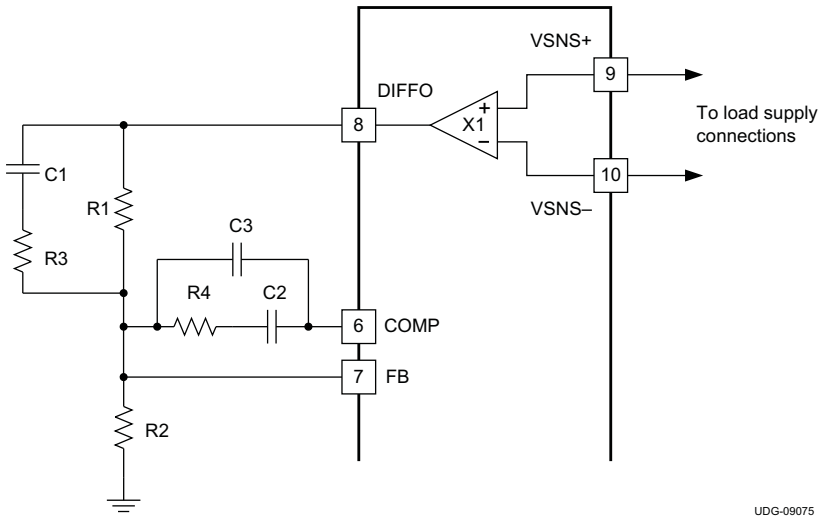

Figure 17. Setting the Output Voltage
Output voltage. The output voltage is set in a very similar to the way to a traditional analog controller using a voltage divider from the output to the feedback (FB) pin. The output voltage must be divided down to the nominal reference voltage of 600mV. Figure 17 shows the typical connections for the controller. The voltage at the load can be sensed using the unity gain differential voltage sense amplifier. This provides better load regulation for output voltages lower than 5V nominal (see electrical specifications for the maximum output voltage of the differential sense amplifier). For output voltages above this level, connect the output voltage directly to the junction of R1 and C1, leave DIFFO open do not connect the VSNS inputs to the output voltage. In this case, it is also recommended to connect VSNS+ to BP3 and VSNS- to GND. If desired the differential amplifier may also be used elsewhere in the overall system as a voltage buffer provided the electrical specifications are not exceeded
The components in Figure 17 that determine the nominal output voltage are R1 and R2. R1 is normally chosen to make the feedback compensation values (R3, R4, C1, C2 andC3) come close to readily available standard values. R2 is then calculated in Equation 1.
Output voltage adjustment. The nominal output voltage of the converter can be adjusted using the VOUT_TRIM command. See the VOUT_TRIM command description for the format of this command as used in the TPS40400. The adjustment range is ±25% from the nominal output voltage. The VOUT_TRIM command is typically used to trim the final output voltage of the converter without relying on high precision resistors being used in Figure 17. The resolution of the adjustment is 7 bits, with a resulting minimum step size of approximately 0.4%. Note that the output margining is accomplished using this same 7 bit structure so the total combined deviation from the nominal output for margining and VOUT_TRIM is still limited to ±25%. Exceeding this range causes errors.
In order for the PMBus output voltage adjustments to function correctly, the VOUT_SCALE_LOOP parameter must be set properly. VOUT_SCALE_LOOP is a PMBus command (*see Supported PMBus Commands*) that tells the controller what the ratio of the voltage divider that sets the nominal output voltage is. The data for this command is the ratio of the divider that is used to set the output voltage. From Figure 17, VOUT_SCALE_LOOP parameter can be calculated using Equation 6.
- R2 and R1 are in consistent units from Figure 17
- VOUT is the output voltage (10)